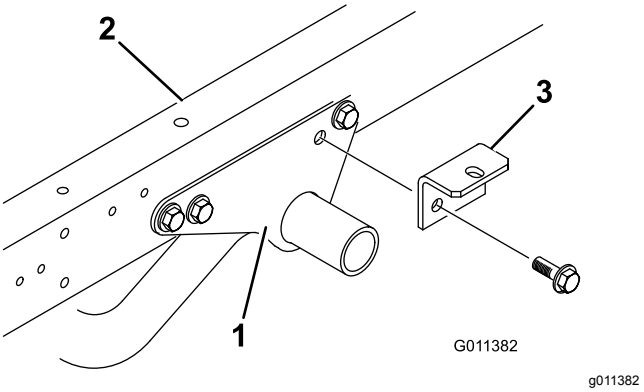

Figuur 5
1. Verwijder de 2 inbusbouten met flens waarmee de achterkant van de montagebeugels van het motorframe aan weerszijden van het voertuigframe zijn bevestigd (Figuur 5).
2. Monteer losjes een werktuigbeugel op de montagebeugels van het motorframe en het voertuigframe; gebruik (2) inbusbouten met flens en flensborgmoeren die u eerder verwijderd hebt (Figuur 5).